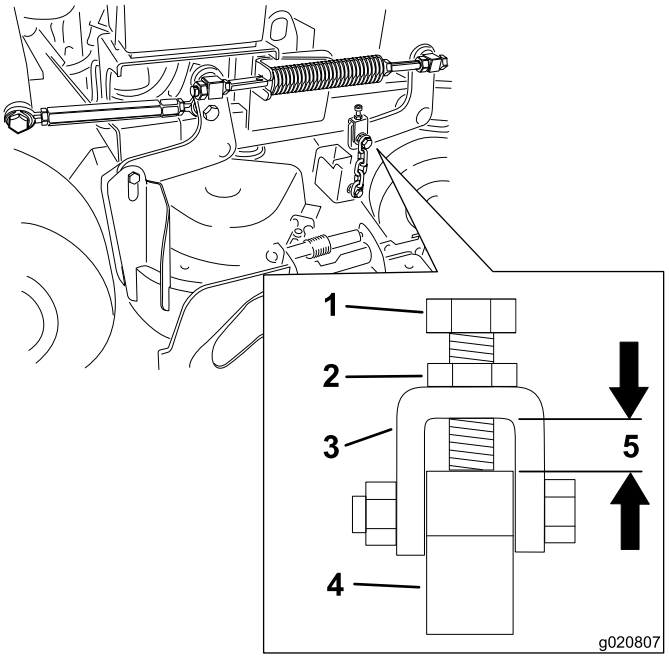

Figur 83
Obs: Detta avstånd ska vara 11 mm som i Figur 83.
12. Lossa kontramuttern och vrid justerskruven för att uppnå korrekt avstånd enligt Figur 83.